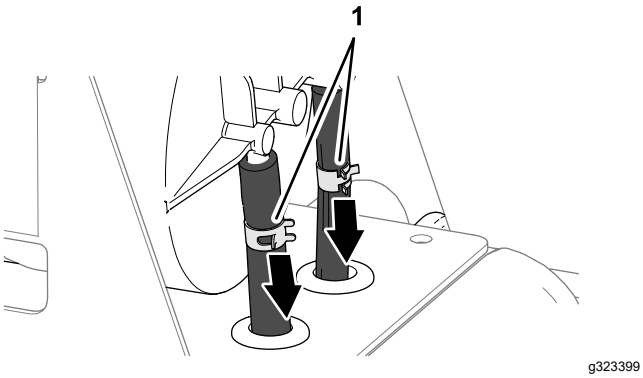

Figuur 81
3. Maak de 2 slangklemmen los waarmee de slangen aan de fittings van de koolstofhouder zijn bevestigd (Figuur 81).